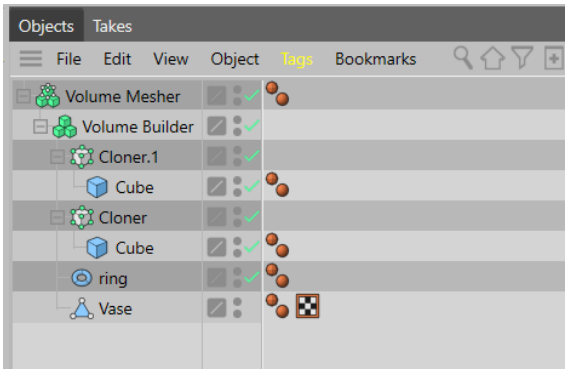

Figure 3-91 *List of all the objects in the Object Manager*
10. Select *Cloner* in the Object Manager. Next, press and hold the left mouse button and then drag it on *Volume Builder*; *Cloner* is connected to *Volume Builder*. Next, select *Cloner.1* in the Object Manager and press and hold the left mouse button and then drag it on *Volume Builder; Cloner.1* is also connected to *Volume Builder.* Figure 3-90 shows vase displayed in the viewport and Figure 3-91 shows list of all the objects in the Object Manager.